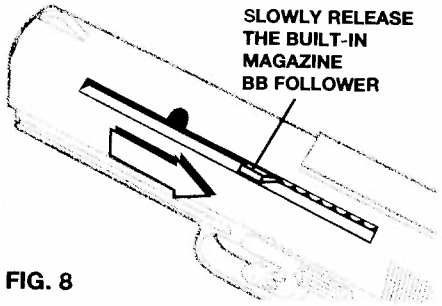

FIG. 8
4. After the Built-in Magazine has been loaded with a maximum of 15 BBs, slowly release the Built-in Magazine BB follower and allow it to rest up against the BBs. This will allow the BBs to be under spring tension (see Fig. 8).